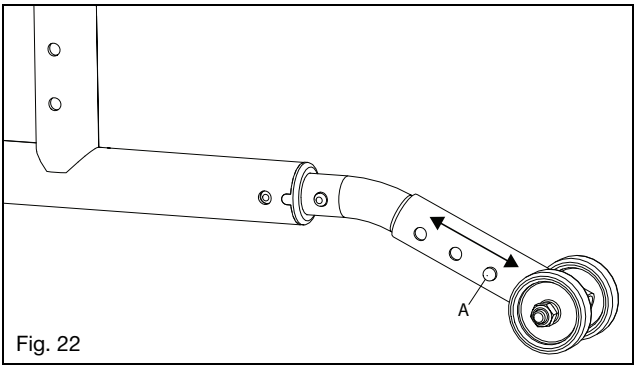

Fig. 22
1. Press in the anti-tip wheel lower detent button (Fig. 22:A).